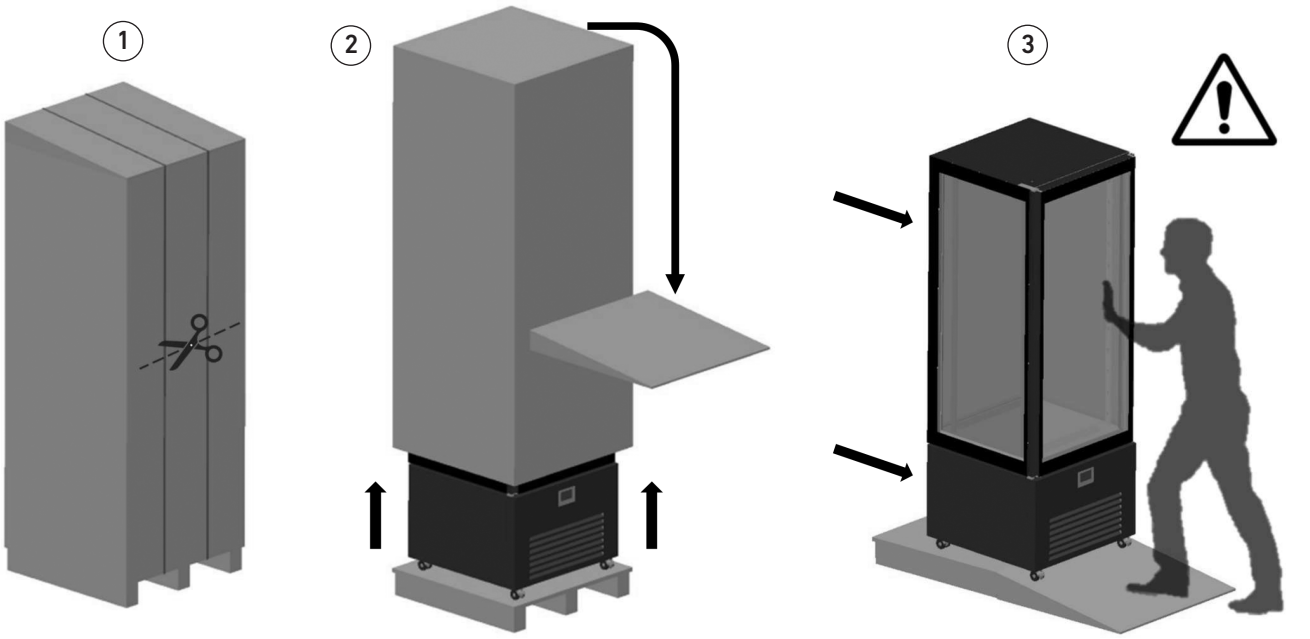

fig. 11
- Togliere gli imballi e i sistemi di trattenuta (reggette, funi, fasce ecc) (fig.11 part.1).
- Posizionare la pedana inclinata per lo scarico dell'apparecchiatura a terra in appoggio alla pedana (fig.11 part.2).
- Fare scendere l'apparecchiatura accompagnadola molto lentamente lungo la pedana in modo da garantire il corretto bilanciamento (fig.11 part.3). Consigliamo di eseguire questa operazione in due persone.